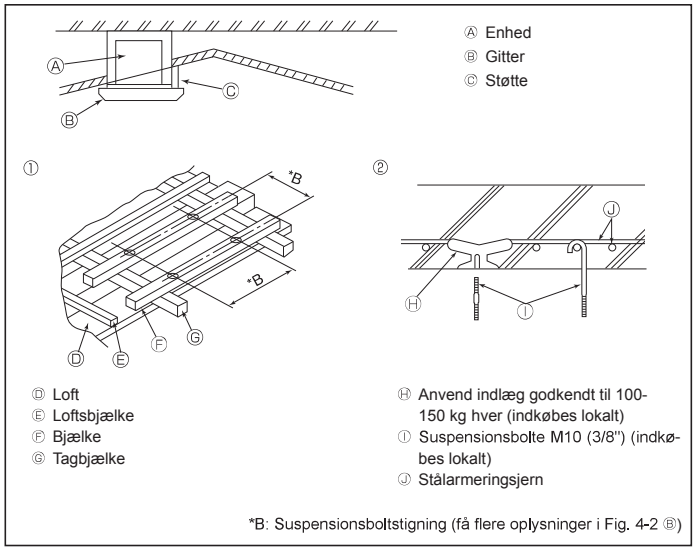

Fig. 4-4
4.4. Ophængningskonstruktion (giv ophængningsstedet en stærk konstruktion) (Fig. 4-4)